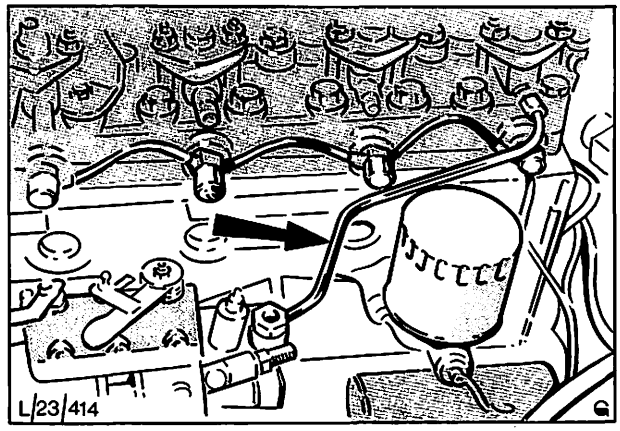

Abb. 51 Einspritzleitung ausbauen
3. Die vorderen drei Leitungen von den Einspritzdüsen und der Pumpe abschrauben, Befestigungsbügel lösen und Leitungen entfernen, die hintere Einspritzleitung bleibt dabei noch montiert (Abb. 51).